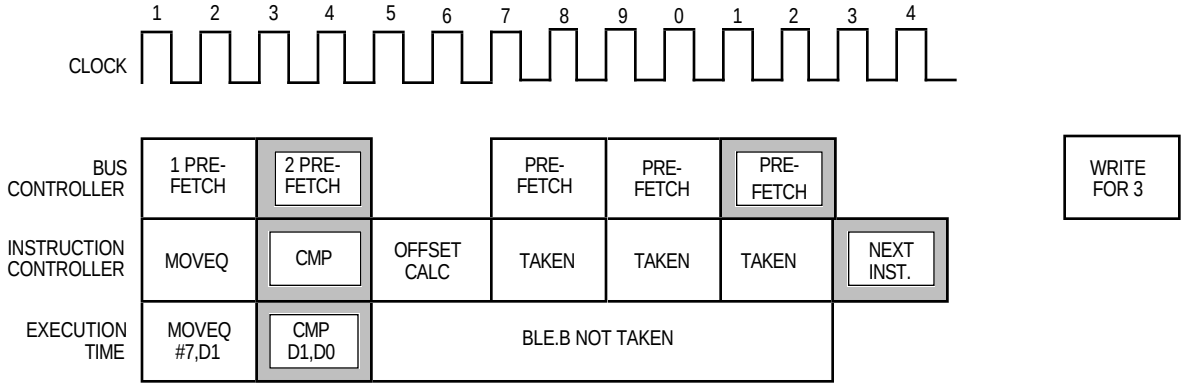

Figure 5-34. Example 2—Branch Taken
5.7.2.2 TIMING EXAMPLE 2—BRANCH INSTRUCTIONS. Example 2 shows what happens when a branch instruction is executed for both the taken and not-taken cases. (see Figures 5-34 and 5-35). The instruction stream is for a simple limit check with the variable already in a data register.